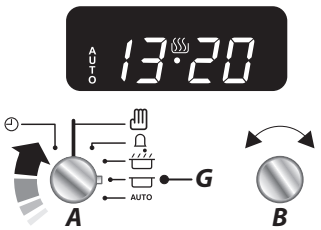

Abb.2.6
2. Drehen Sie den Einstellknopf (B) auf die gewünschte Zeitdauer. Das Display zeigt nun die aktuelle Uhrzeit sowie die gewünschte, eingestellte Zeitdauer an **(Abb.2.6)**.